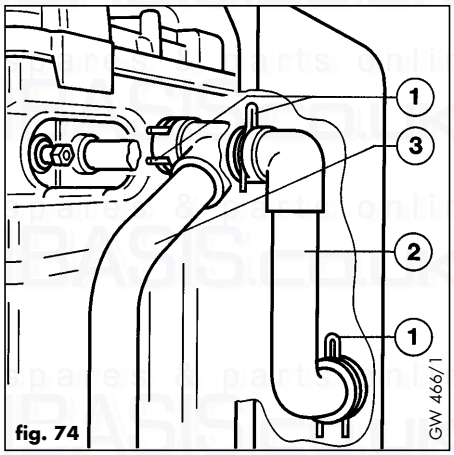

fig. 74
- Pull off the 2 wire pipe retaining clips (1, fig. 74).
- Pull pipe (2, fig. 74) forward to release from heat exchanger.
- Pull pipe (3, fig. 74) to the right and remove heat exchanger.